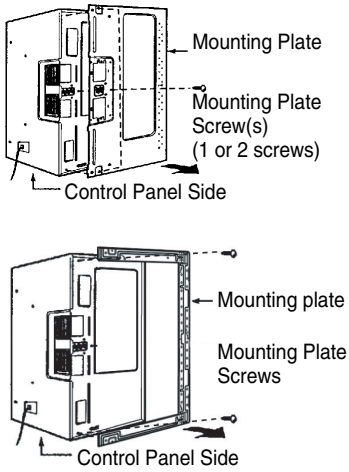

Figure 12
3. Remove mounting plate screw(s) (1 or 2 screws) from the mounting plate as shown and discard the screws. See Figure 12.